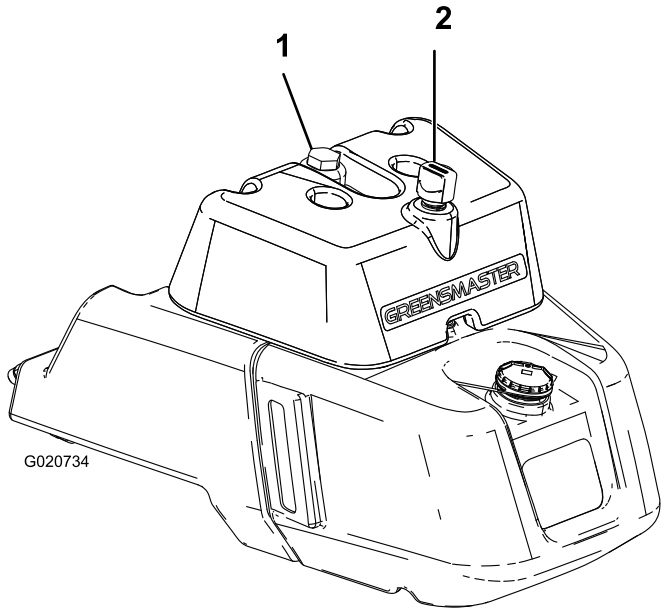

**Figuur 23**
2. Verwijder de dop van het reservoir (Figuur 23).